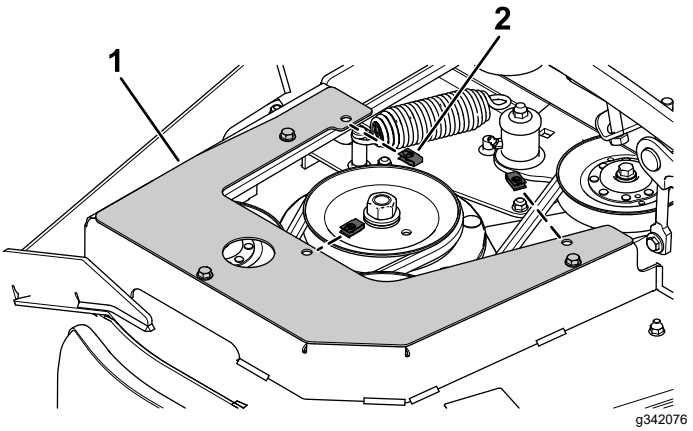

Figuur 4
2. Monteer 3 clips op de kap van de rechter poeliebeugel (Figuur 4).